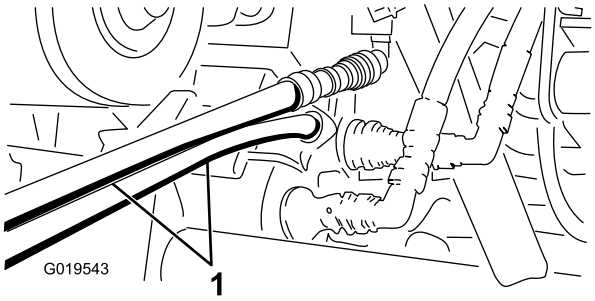

**Figur 77**
5. Koppla ihop de två slangarna med kopplingen som fortfarande sitter i kopplingsfästet på den andra maskinen (koppla den övre slangen till den övre kopplingen och den undre slangen till den undre kopplingen (Figur 77).